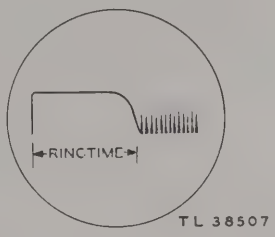

Figure 71. Echo box ringtime on Class A oscilloscope.
(3) Set the OUTPUT LOOP knob on the echo box to position OUT.
(4) Connect the OUTPUT PLUG on the echo box to the METER JACK.
(5) Observing the meter, tune the echo box with the FREQUENCY CONTROL to obtain a maximum deflection on the meter, at the same time adjusting the OUTPUT LOOP to obtain an adequate reading. Do not exceed 20 microamperes.
(6) With the tuned echo box thus connected to the probe jack, a pattern is formed on the Class A oscilloscope screen as shown in figure 71.
(4) If the T-R box is considerably off-tune, loosen both right- and left-hand clamping screws and turn out both right and left tuning screws. Then, observing the ringtime on the Class A oscilloscope, turn in the left-hand tuning screw until a maximum ringtime is obtained. Unscrew the left-hand tuning screw about two turns, and clamp it. Then, to reobtain the maximum ringtime, turn in the right-hand tuning screw and clamp it. Fine adjustments of tuning can subsequently be made using the right-hand tuning screw.
(5) The ringtime observed will be rather short. A permanent echo appearing on the sloping side of the ringtime image can be used to improve the sensitivity of the indication of the tuning. Figure 71 represents such an image. A slight change in ringtime, causing the sloping side to move to the right or left, results in point A moving up or down.